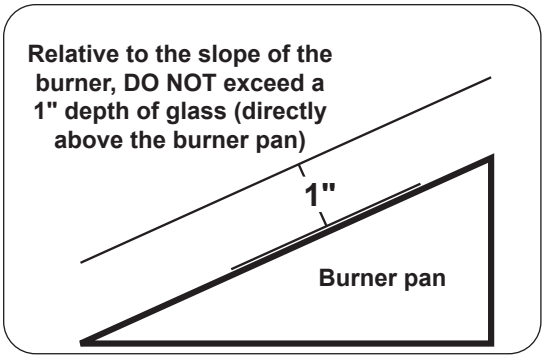

Fig. 20-2 Proper media placement
- **Relative to the slope of the burner, DO NOT exceed a 1" depth of glass (directly above the burner pan) as shown in Fig. 20-2. Any additional glass/gems above the burner may cause unsafe operation.**